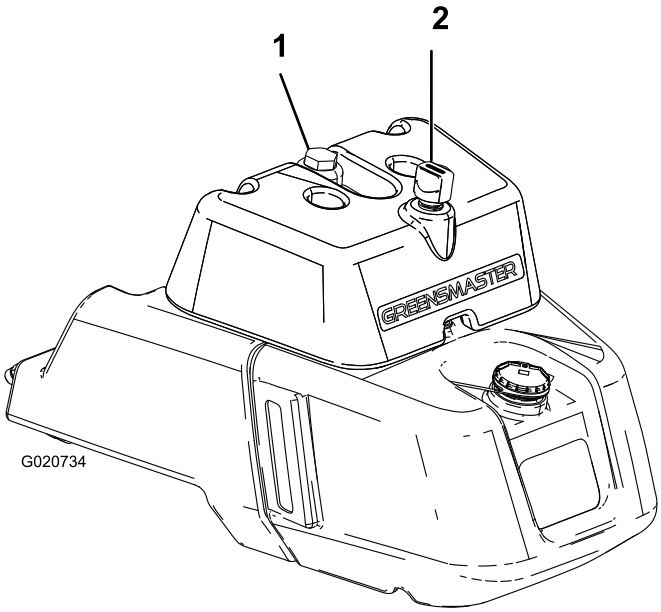

Figur 23
2. Fjern hætten fra beholderen (Figur 23).